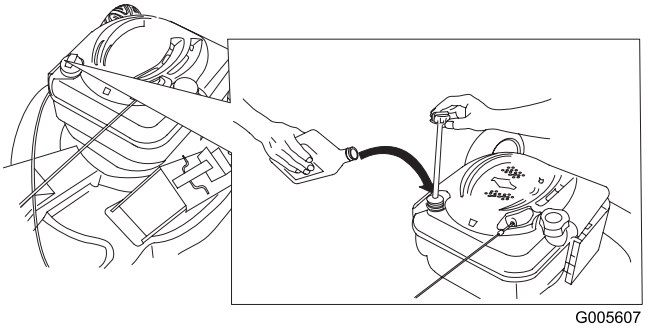

Figura 9
1. Retire a vareta do óleo (Figura 9).